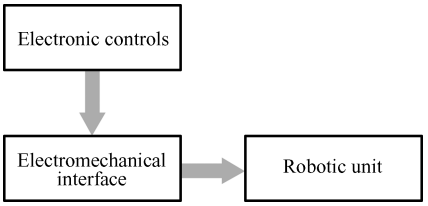

Figure 4.8 The block diagram of a mechatronic system
Both digital and analog electronics are used in the control of various mechanical systems. The interdisciplinary field that comprises both mechanical and electronic components is known as *mechatronics*. Figure 4.8 is a basic block diagram of a mechatronic system.
2. What components does a basic mechatronic system comprise according to Figure 4.8?